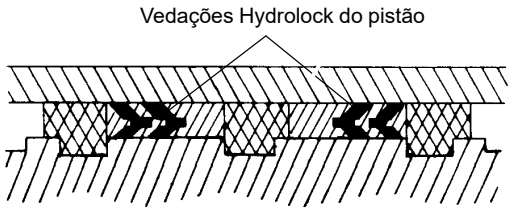

FIGURA 2-49
9. Instale os anéis de trava e as vedações hydrolock na parte externa do pistão. Consulte Figura 2-49.